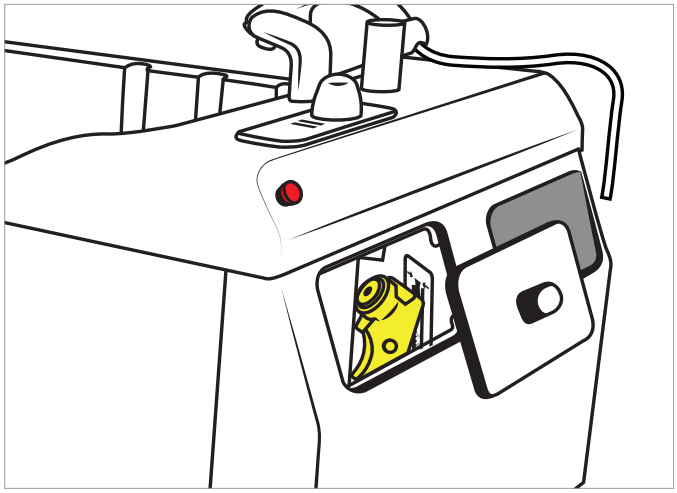

Afbeelding 56
8. Verwijder klep A. Zie Afbeelding 56.